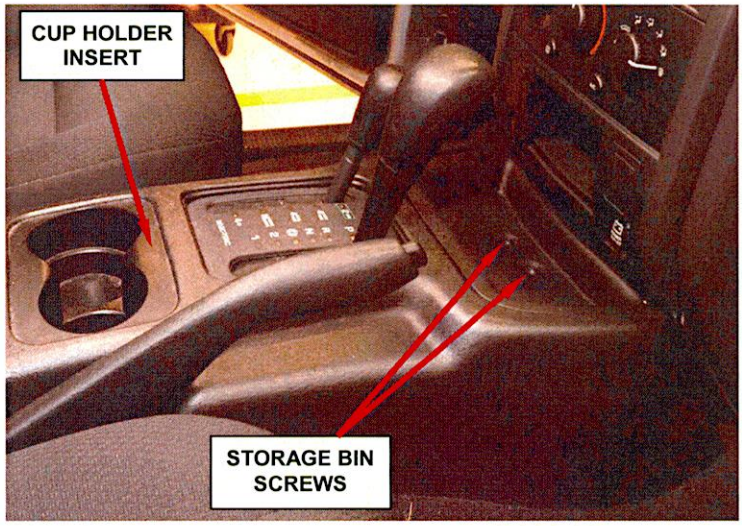

Figure 12 – Storage Bin Screws
a. Remove and save the two retaining screws in the console storage bin (Figure 12).
b. Remove and save the cup holder insert from the console (Figure 12).
4. Relocate the transfer case shift cable bracket and shift cable to gain access to the transfer case four wheel drive indicator light switch (Figure 12).